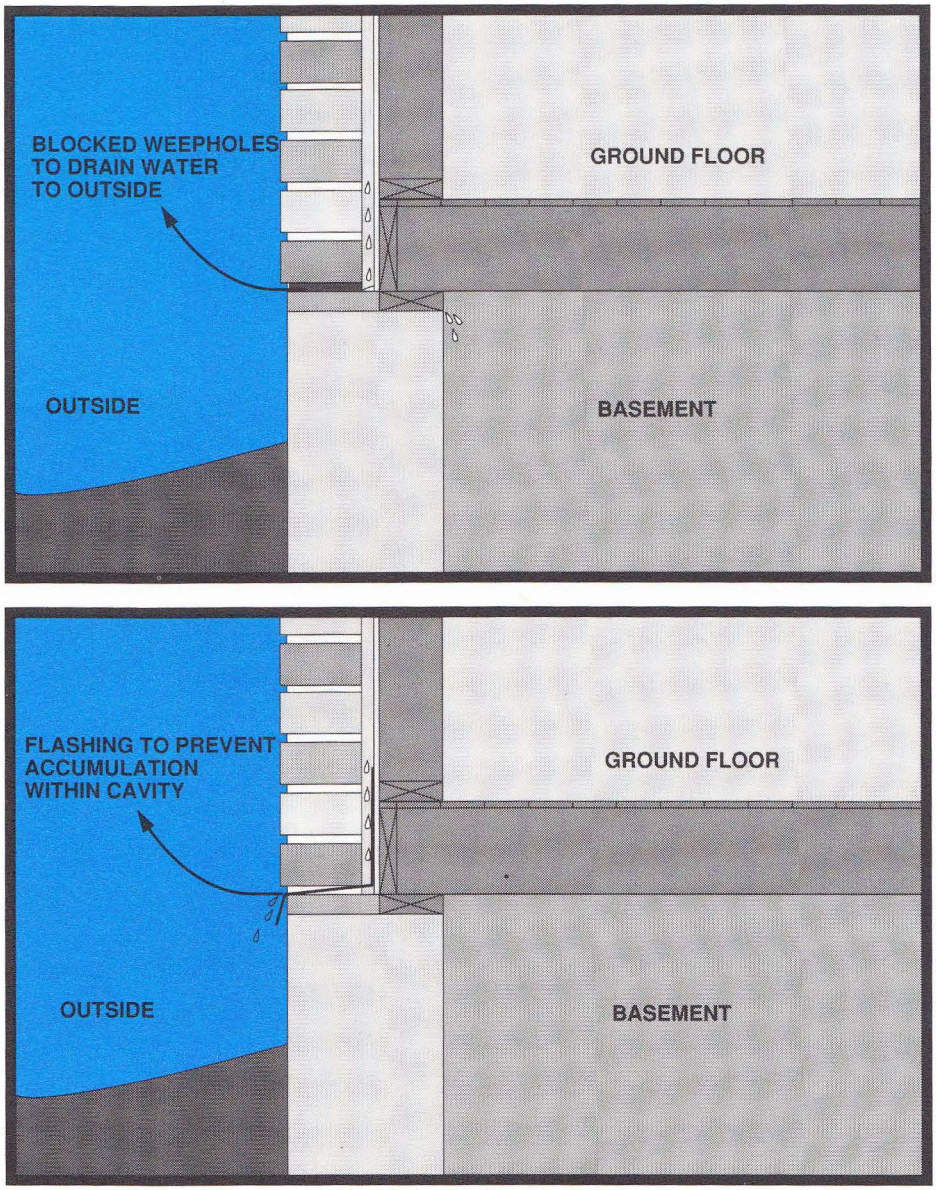

**FIGURE 18**
- Blocked drainage (weepholes in brick veneer walls) or a lack of proper *flashing* at the base of a house's exterior walls can lead to water accumulating on top of the *foundation walls* and eventually draining into the basement, instead of to the outside. (See Figure 18.)